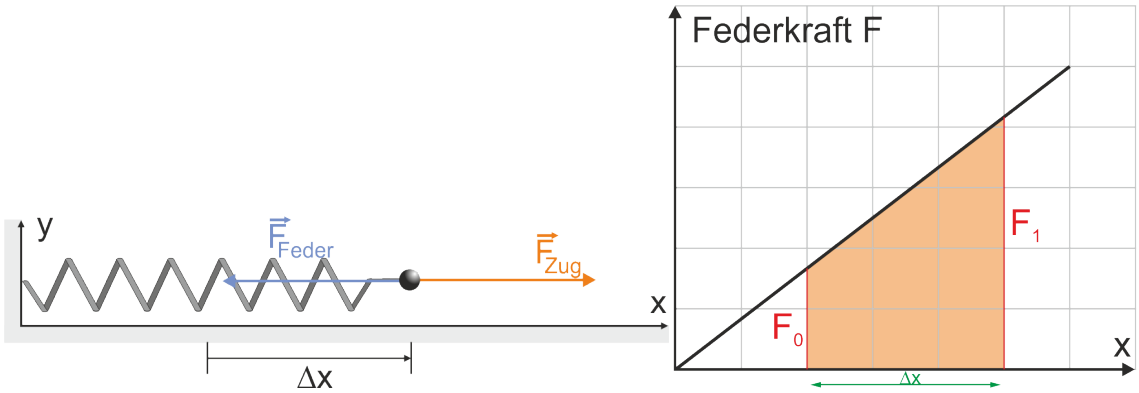

Abbildung 8 Eine Hookesche Feder wird gedehnt– es wird Deformationsarbeit verrichtet.
Auch beim Spannen einer Feder wird Arbeit verrichtet. Die aufgewendete Kraft dient der Verformung der Feder. Dementsprechend nennt man diese Form der Arbeit ***Deformationsarbeit***. In Abbildung 8 ist einerseits eine Feder dargestellt, die dem Hookeschen Gesetz genügen soll. Andererseits wird auch das Kraft-Auslenkungsdiagramm gezeigt.
Leider können wir nun nicht einfach in Formel (1) $F_{||} = F_{Feder}$ setzen, weil die Federkraft F_{Feder} abhängig ist von der Auslenkung der Feder und somit nicht konstant ist. Für jeden Ort x in den Formeln (10) oder (11) nehmen die Kräfte also andere Werte an, wie das im Kraft-Auslenkungsdiagramm in Abbildung 8 gezeigt ist.
Zur Lösung des Problems greifen wir wiederum auf die Tatsache zurück, dass die Fläche unterhalb der Kurve im Kraft-Ort-Diagramm der verrichteten Arbeit entspricht. Wir berechnen also die Trapezfläche aus Abbildung 8: